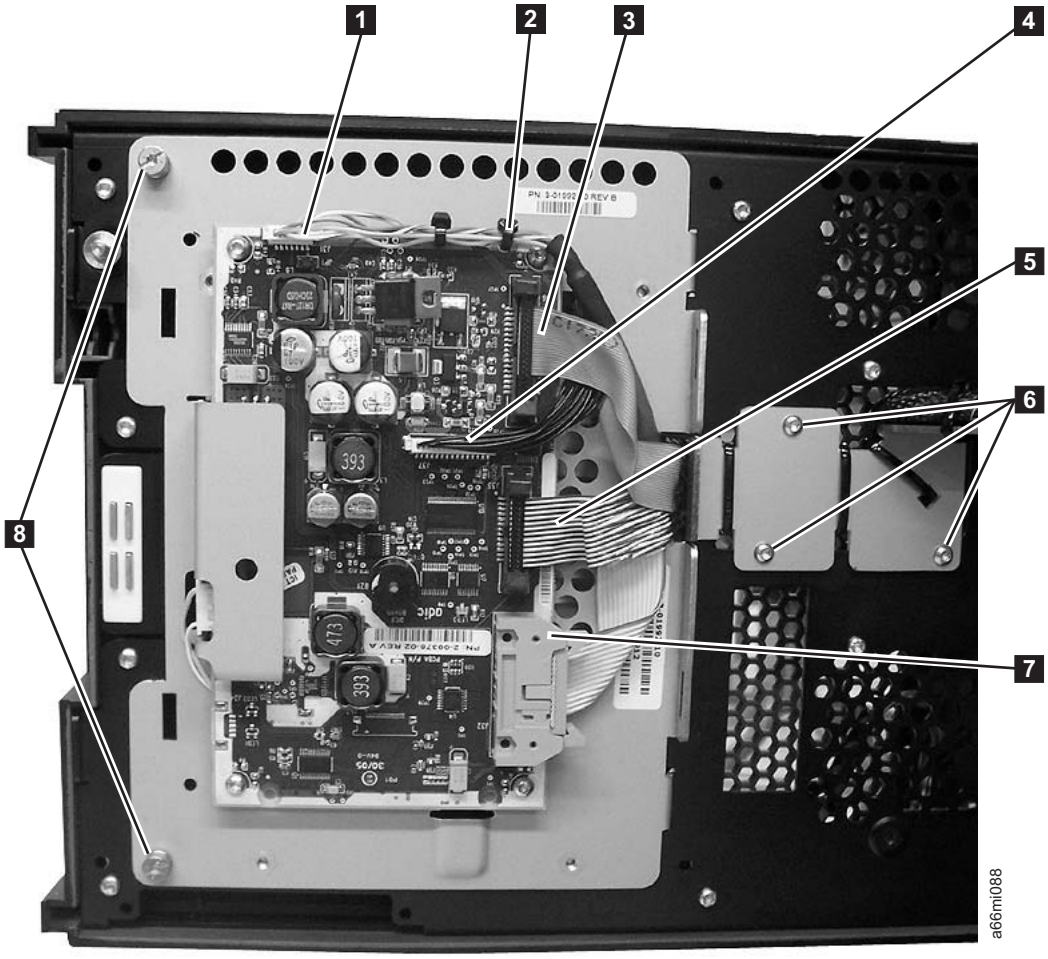

Figure 7-139. Operator Panel Cable Connectors
e. Remove cable connectors J36 (see 3 in Figure 7-139 on page 7-124), J35 (see 5 in Figure 7-139 on page 7-124), and J32 (see 7 in Figure 7-139 on page 7-124) from the Operator Panel board.
f. Remove the 3 screws (see **6** in Figure 7-139) from the cable retainer bracket on the back of the door.